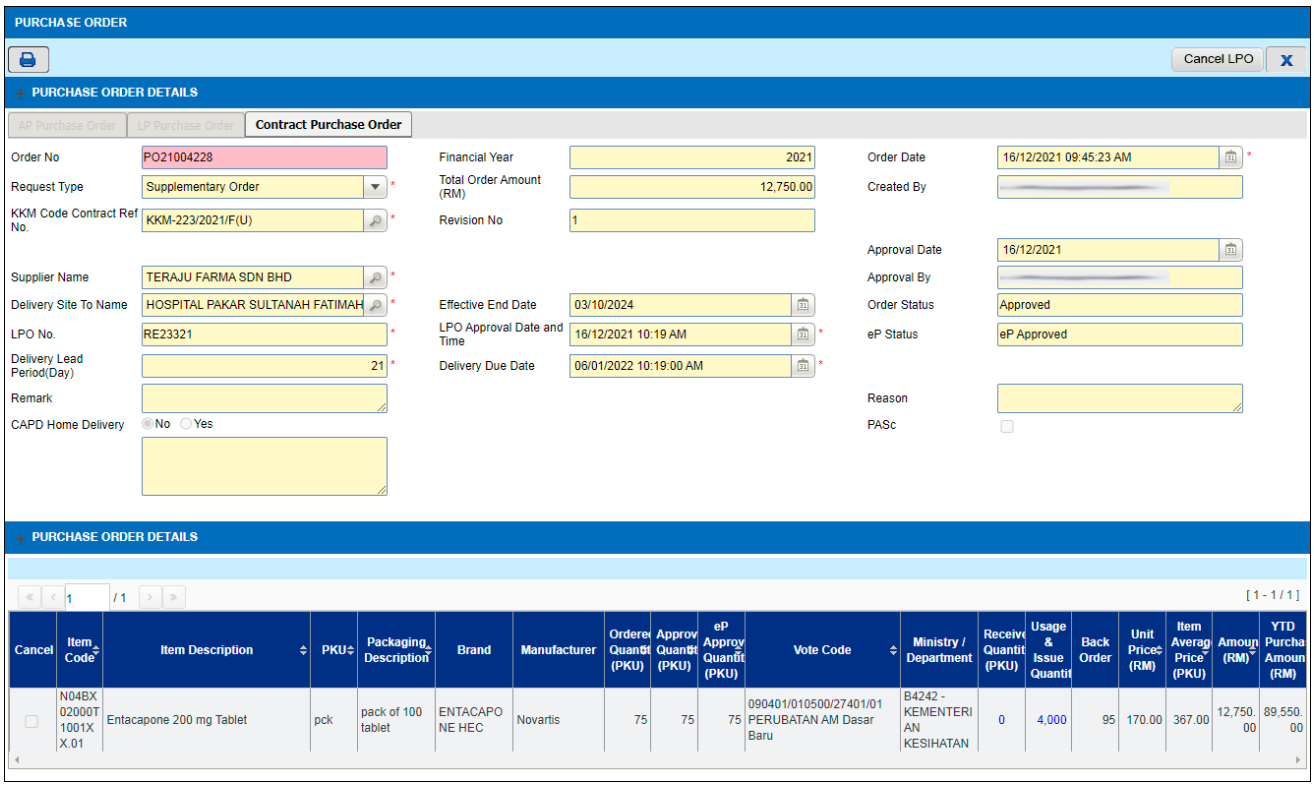

Figure 3.11-15 Purchase Order
- *Click on the* OK *button to updated data as shown in Figure 3.11-15.*